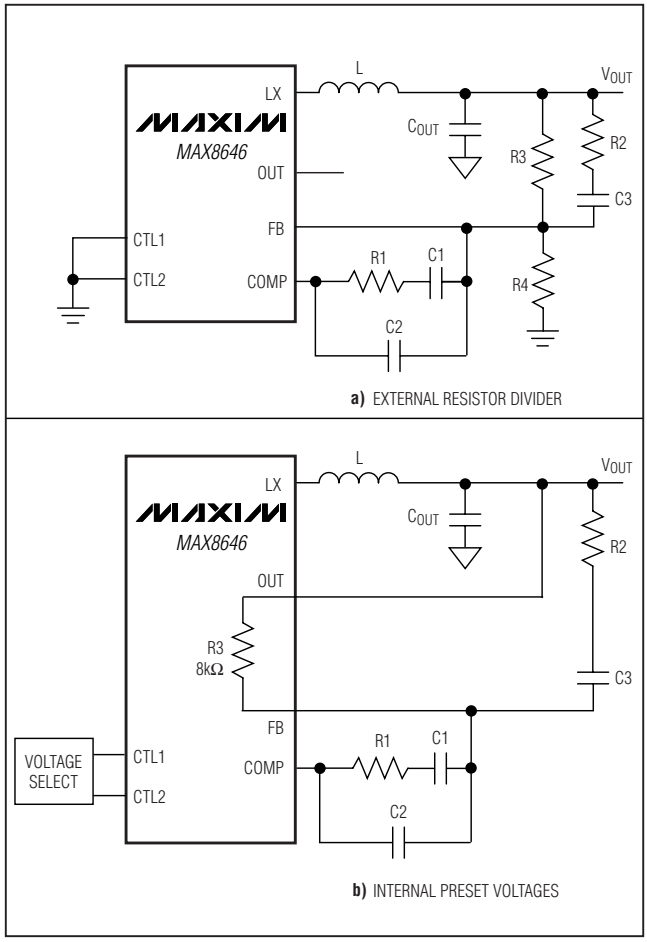

Figure 3. Type III Compensation Network
The UVLO circuitry inhibits switching when V_{DD} is below 2V (typ). Once V_{DD} rises above 2V (typ), UVLO clears and the soft-start function activates. A 100mV hysteresis is built in for glitch immunity. Figure 3 is the type III compensation network.
The high switching frequency range of the MAX8646 allows the use of ceramic output capacitors. Since the ESR of ceramic capacitors is typically very low, the frequency of the associated transfer function zero is higher than the unity-gain crossover frequency, f_C, and the zero cannot be used to compensate for the double pole created by the output filtering inductor and capacitor. The double pole produces a gain drop of 40dB/decade and a phase shift of 180°/decade. The error amplifier must compensate for this gain drop and phase shift to achieve a stable high-bandwidth closed-loop system. Therefore, use type III compensation as shown in Figures 3 and 4. Type III compensation possesses three poles and two zeros with the first pole, f_{P1_EA}, located at zero frequency (DC). Locations of other poles and zeros of the type III compensation are given by: